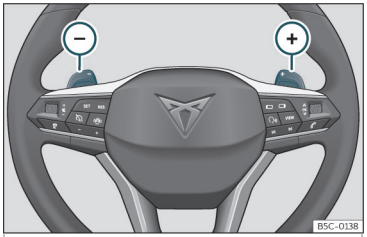

Fig. 138 Steering wheel: automatic transmission levers
- Press the gearshift paddle ⊕ to select a higher gear››› Fig. 138.